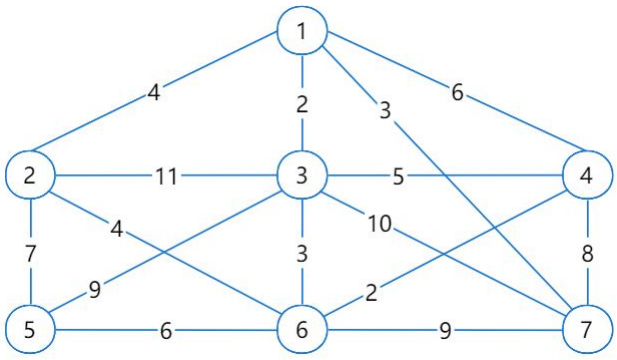

图 24.12　水管线路网络
1．某小区有七栋楼房①～⑦，如图 24.12 所示，各楼房之间可修水管路线的长度（单位：百米）已标记在连线旁。为修建连通各个楼房的水管，该小区内部水管的总长度至少为（　　）百米。